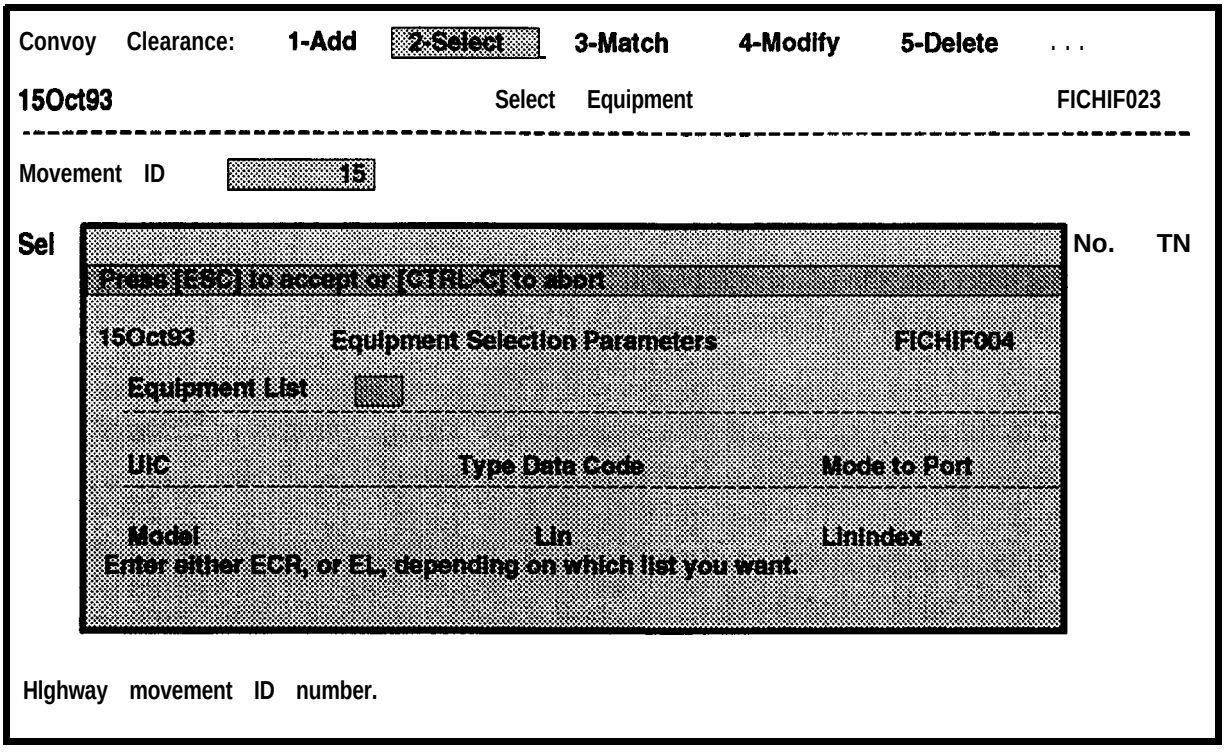

Figure 7-10. Equipment Selection Parameters Window
d. Enter the **Movement** ID number of the desired convoy and press **ESC,** or press **ESC** to accept the displayed Movement ID, or press F6 to display a list of valid Movement **IDs.** When F6 is pressed, use the cursor control keys to highlight the correct Movement ID, and then press **ESC** to accept it. The Equipment Selection Parameters window will be displayed with the cursor **in the Equipment List** field, as shown in Figure 7-10. This window is used to enter query criteria for equipment selection.